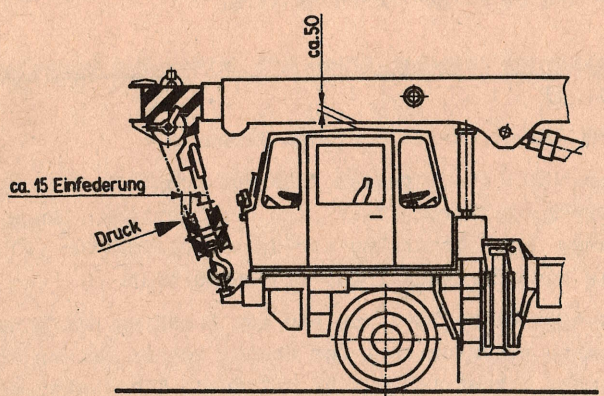

Abb. 14. Verspannung der Hakenflasche
5.4.10.2. Ausleger in Straßenfahrtstellung bringen und Hakenflasche verzurren (Abb. 14)
d) Kontrolle der Verspannung durchführen durch manuellen starken Druck auf die obere äußere Blechkante der Hakenflasche, die dabei um ca. 15 mm zurückfedern muß (Abb. 14).